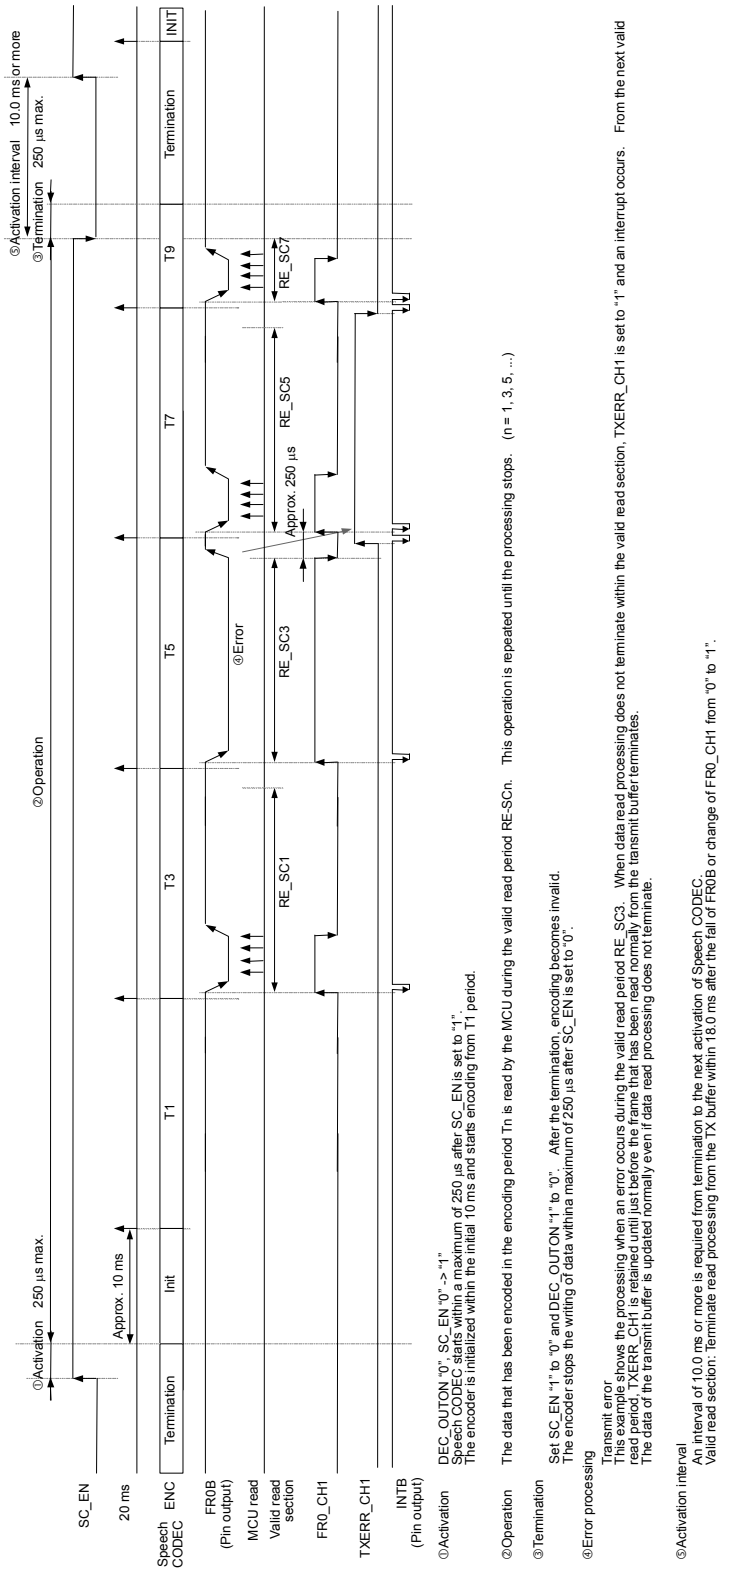

Figure 15 G.729.A Transmit Buffer Control Method at Single-Channel Operation (20 ms/frame mode)
① G.729.A operation (before switching)
Operates according to the contents described in ②Operation and ④Error processing in Figure 15. G.729.A transmit buffer control method at single-channel operation (20 ms/frame mode).
② Switching processing
③ G.729.A operation (after switching)
Operates according to the contents that are described in ②Operation and ④Error processing in Figure 15 G.729.A transmit buffer control method at single-channel operation (20 ms frame mode).